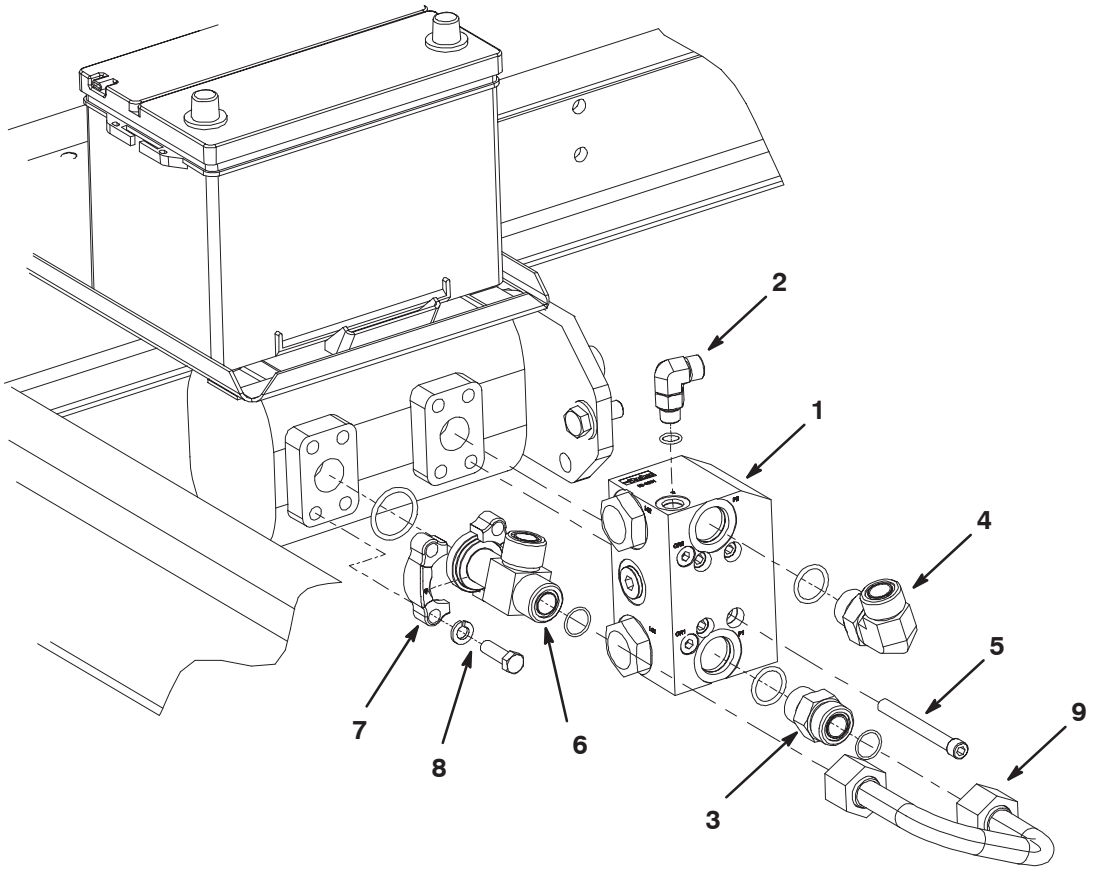

Figure 5
1. Install the 90 degree fitting and the O–ring into the top port on the flow combining valve (Fig. 5).
2. Remove the plug from the top of the valve and install the 90 degree fitting and the O–ring into the port (Fig. 5).
3. Install the straight fitting and the O–ring into the bottom port on the side of valve (Fig. 5).
4. Mount the flow combining valve and O–ring to the front port, on the side of the pump, with (4) socket head capscrews. Position the components as shown in figure 5. The arrow on the valve must point up to assure proper installation.
1. Install the T–fitting and the O–ring in the port at the left rear of the pump, using the existing two–piece mounting flange, (4) lockwashers and capscrews (Fig. 5).
2. Connect the U–shaped hydraulic tube and the O–rings to the end of the T–fitting and the straight fitting at the front of the flow combining valve (Fig. 5).